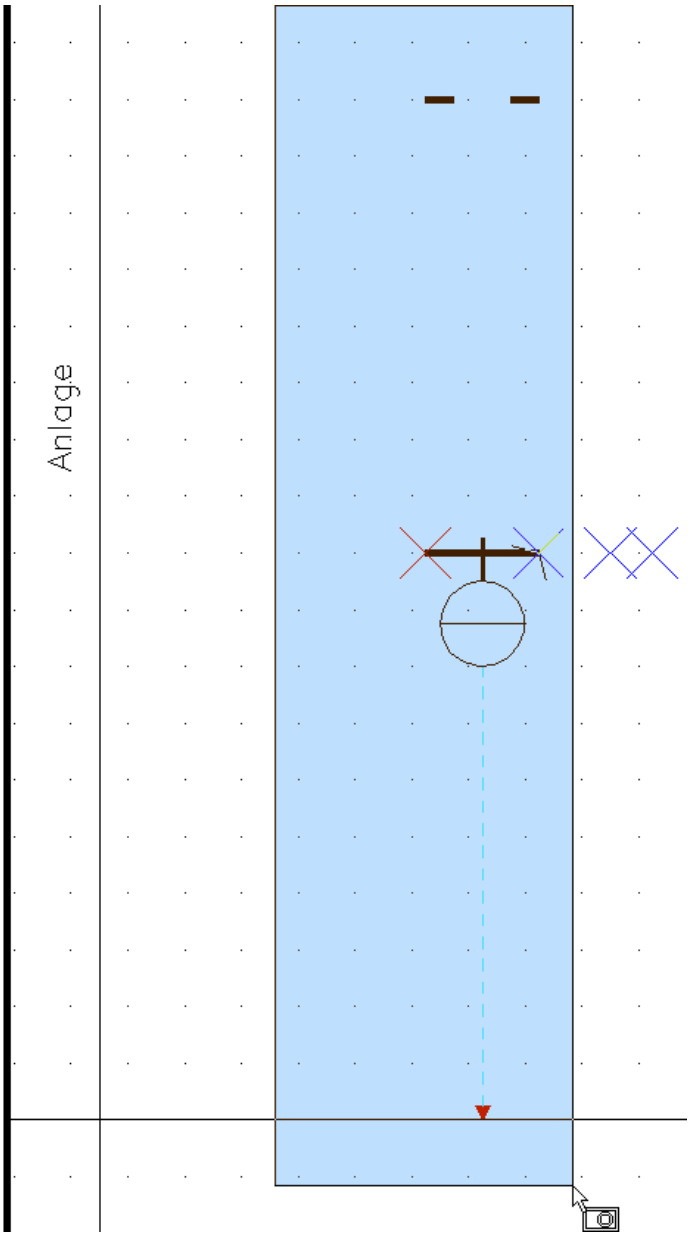

Bild 28.46 – Wahl der Objekte für einen neuen Block
- Zoomen Sie die Ansicht so, dass Sie alle Objekte des Blocksymbols sehen können. Wählen Sie dann mit einem Linkszugfenster die Objekte, wobei Sie auch die Datenpunktlinie und die Pfeilspitze einschließen. Achten Sie jedoch darauf, keine „Fremdobjekte“ zu wählen, etwa die zahlreichen Endpunkte in der Zeichnung (Abb. 28.46).